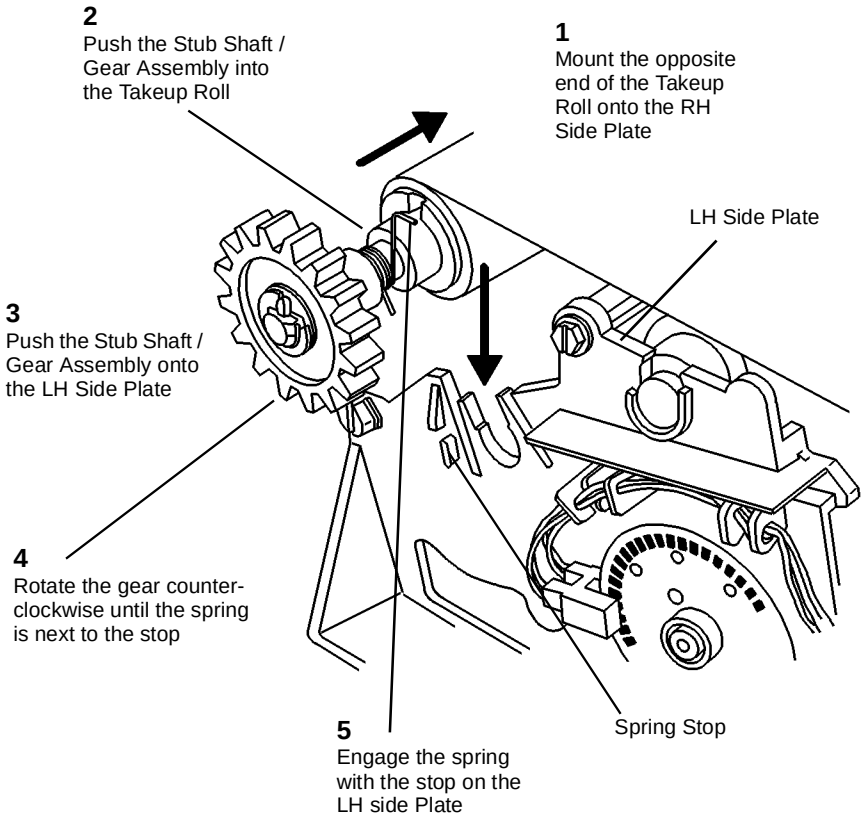

**Figure 4 Reinstalling the Takeup Roll**
2. (Figure 4): Reinstall the Takeup Roll.